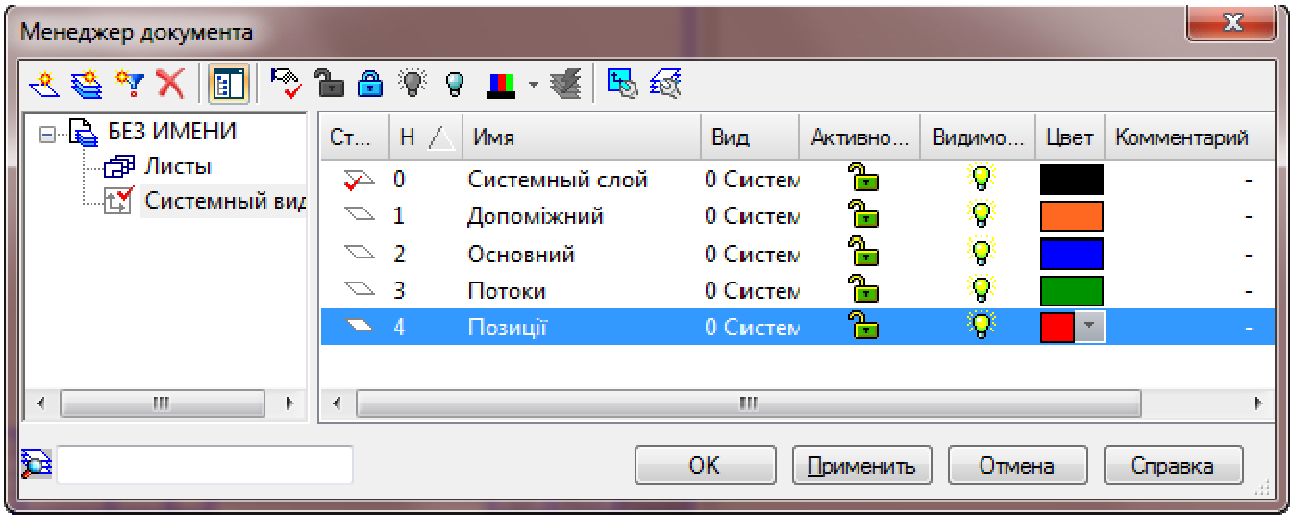

Рисунок 9.1– Менеджер документу зі створеними шарами зображення.
10) Останнім створіть шар під назвою *Позиції* з кольором *Червоний*. На даному шарі зображенні будемо позначати позиції на технологічній схемі та їх пояснення у лівій нижній частині креслярського аркушу (рис. 9.1).